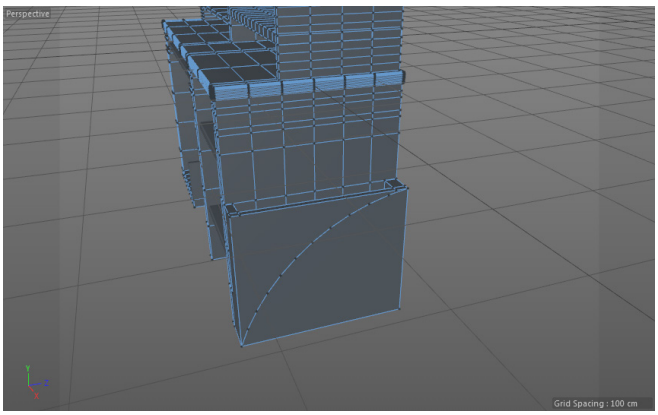

Figure 3-130 *The edge converted to an arc shape*
9. Hover the cursor over the created edge. Press and hold the CTRL+SHIFT keys and then drag (do not click, just drag); the shape of the edge is changed to an arc shape, refer to Figure 3-130.